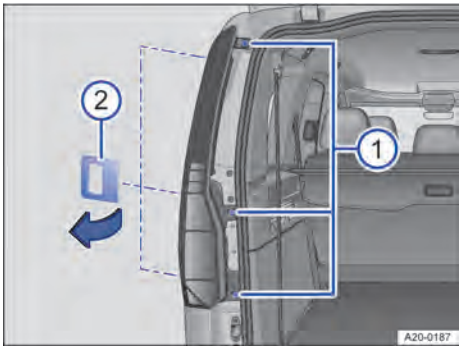

Fig. 193 Lateral trasero izquierdo del vehículo: desmontaje del grupo óptico trasero.
① Tornillos de fijación
② Herramienta auxiliar de las herramientas de a bordo
1. Suelte los tornillos de fijación con un destornillador → Fig. 193 ①. Dado el caso, utilice la punta intercambiable adecuada.
2. Desprenda del soporte el grupo óptico trasero de arriba abajo con la herramienta → Fig. 193 ②.
5. Coloque el grupo óptico en el hueco de la carrocería y encájelo con cuidado en el soporte → Fig. 193.
6. Apriete tornillos de fijación → Fig. 193 ①.